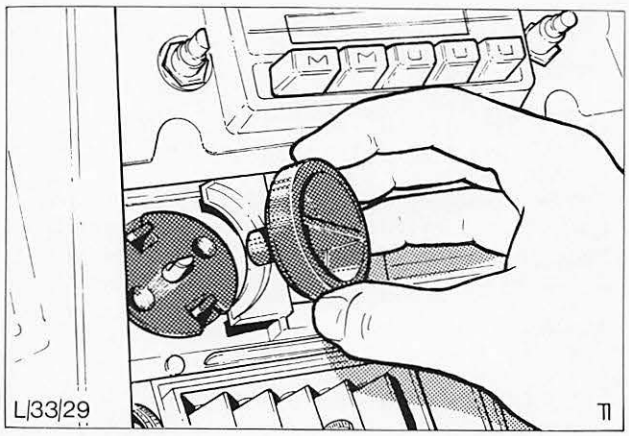

Abb. 34 Drehknopf – Heizungsschalter abziehen
2. Drehknopf vom Schalter ziehen, Abb. 34.